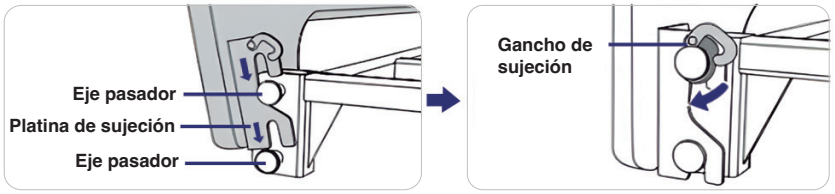

Figura 5
3. Instalación de la cabecera/pie de cama: Incline ligeramente la cabecera/pie de cama para alinear la ranura del gancho de sujeción con el eje del pasador en el marco de la cama e insértelo. Luego, asegúrelo con el gancho para evitar que la cabecera/pie de cama se afloje (como se muestra en la Figura 5).